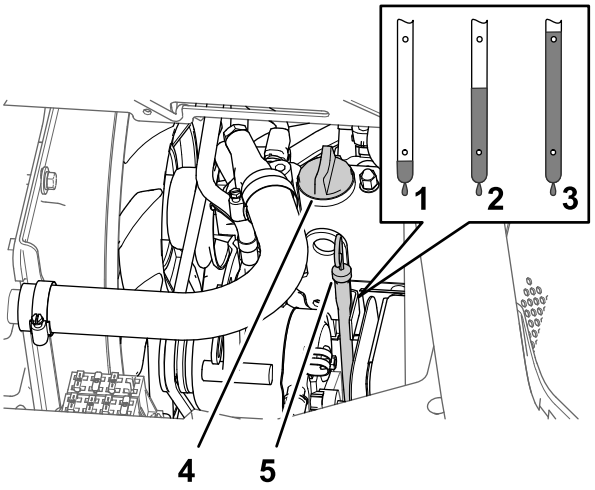

Figura 75
5. Retire a tampa do compartimento de óleo do tubo de enchimento da cobertura da válvula do motor (Figura 75) e despeje lentamente cerca de 80% da quantidade especificada de óleo no tubo de enchimento.
6. Retire a vareta e verifique o nível de óleo no motor (Figura 75).
7. Adicione lentamente o óleo especificado para elevar o nível de óleo até à marca de "cheio" na vareta (Figura 75).
8. Instale a tampa do compartimento de óleo no tubo de enchimento e a vareta no tubo da vareta (Figura 75).